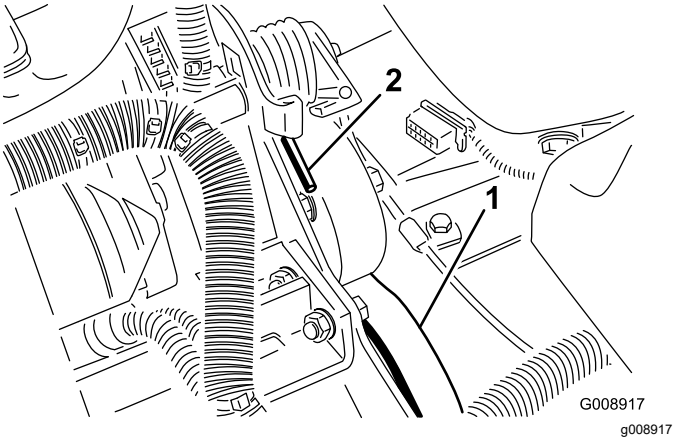

Figur 76
2. Tryk ned og fremad på fjederenden (Figur 76) for at løsne den fra konsollen og løsne spændingen på fjederen.